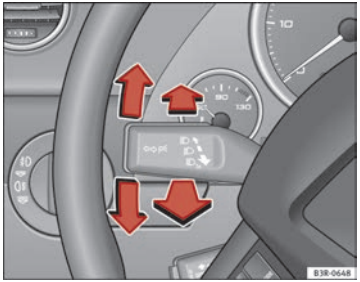

Fig. 91 Turn signal and main beam headlight lever
– Move the lever all the way up to indicate right or all the way down to indicate left ⇒ Fig. 91.